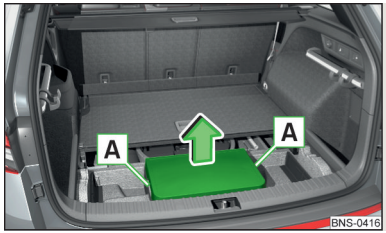

Fig. 269
- Agarrar la tapa de la batería en las manijas A y sacar en la dirección de la flecha » fig. 269.